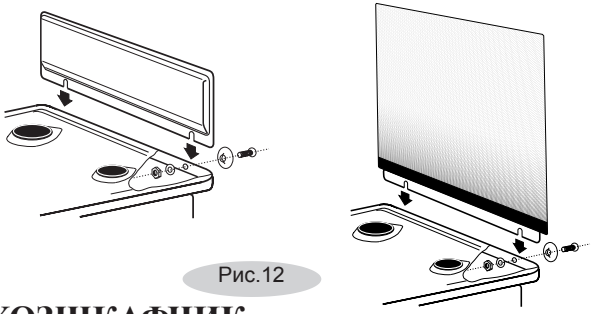

Рис.12
- Перед установкой плиты закрепите щиток (при наличии) (рис. 12). Для этого: